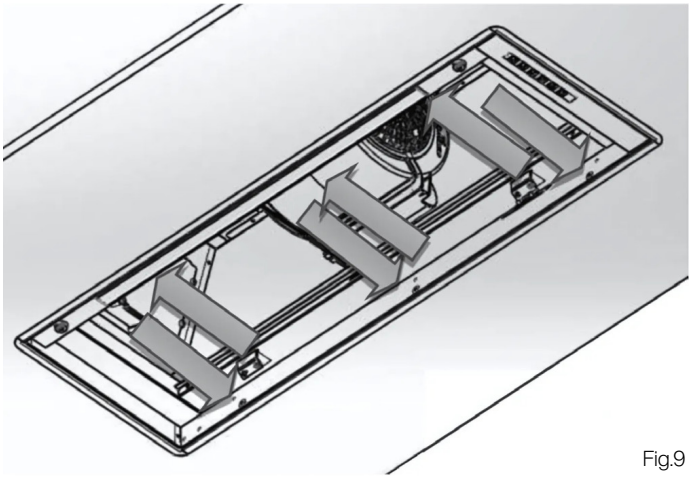

Fig.9
3. Insert the 25mm screws provided into the holes inside the rangehood (Fig.9) to fix it to cabinetry.
To remove the rangehood from the cabinet, remove the fixing screws (Fig.9) using a screwdriver, and remove the grease filters (Fig.4).